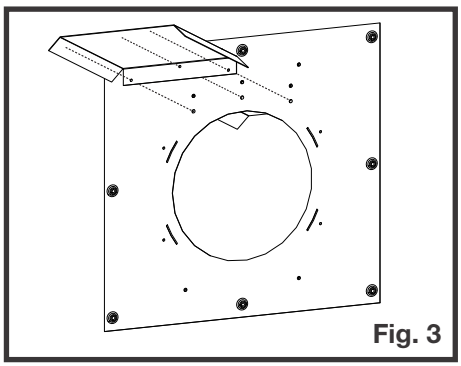

Fig. 3
3. Install the other firestop vent shield on the opposite side (Figure 3).